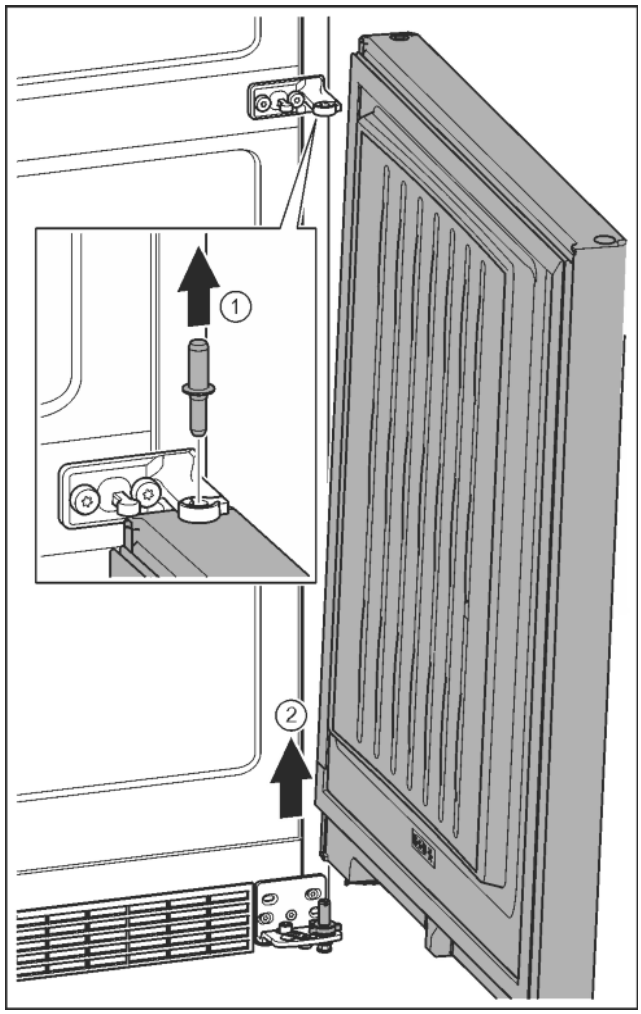

Fig. 11
- ▶ Remove the bolts in an upward direction. *Fig. 11 (1)*
- ▶ Swivel the door out, pull it upwards and set it to one side. *Fig. 11 (2)*